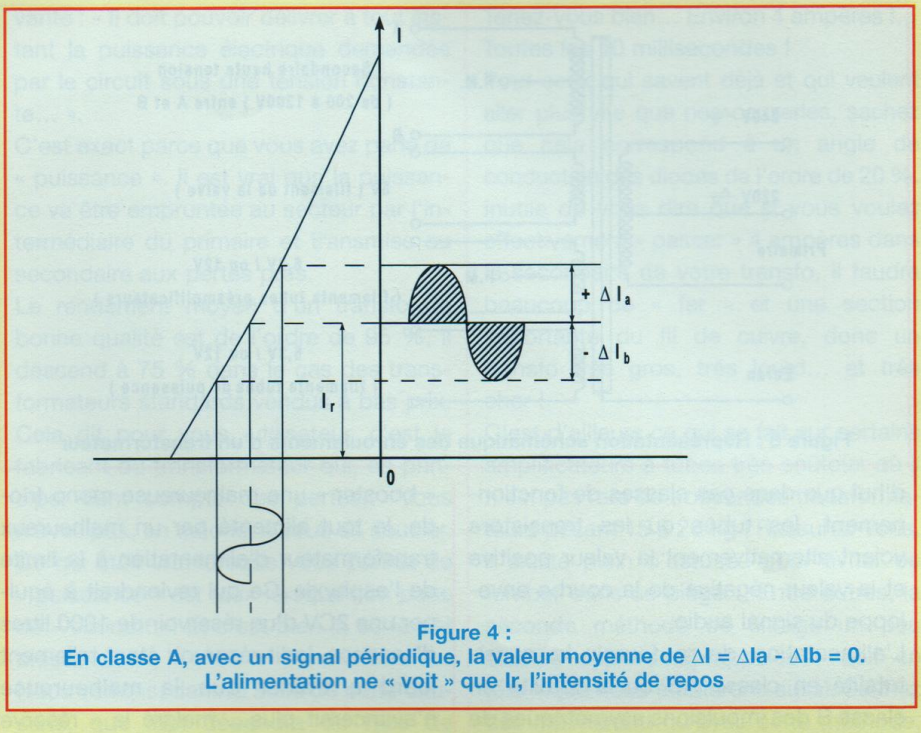

**Figure 4 :**
**- En classe A** mono tube, mono transistor, mono Fet ou Mos Fet. C'est le fonctionnement classique de la grande majorité des préamplificateurs et amplificateurs dits « mono triode ». Dans cette configuration, on place le point de repos au milieu de la courbe de transfert des tubes (ou des semi-conducteurs). Reportez-vous aux précédentes causeries traitant de la théorie des tubes. La théorie affirme que la valeur **moyenne** du courant emprunté à l'alimentation est constante : le swing étant **symétrique** par rapport au point de repos du signal à amplifier (**figure 4**). Tout cela est vrai dans le cas d'un **signal périodique** (sinusoïde, signal rectangulaire, triangulaire, etc.). Mais dès qu'il s'agit d'amplifier un **vrai** signal audio, c'est archi-faux. L'asymétrie de la courbe enveloppe, qui peut être très importante, va rendre l'intensité moyenne du courant demandé à l'alimentation continuellement variable. C'est une des causes fréquentes du mauvais fonctionnement des amplificateurs mono triode dont les constantes de temps de l'alimentation ont été mal calculées.